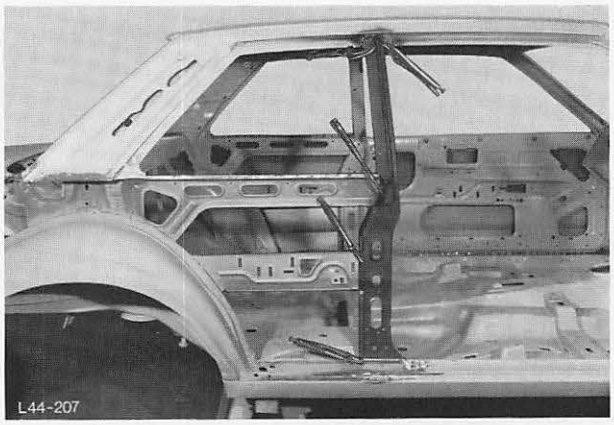

Abb. 222 B-Säule einpassen und mit Spannzangen befestigen
6. B-Säule einpassen und mit Spannzangen befestigen, Abb. 222.